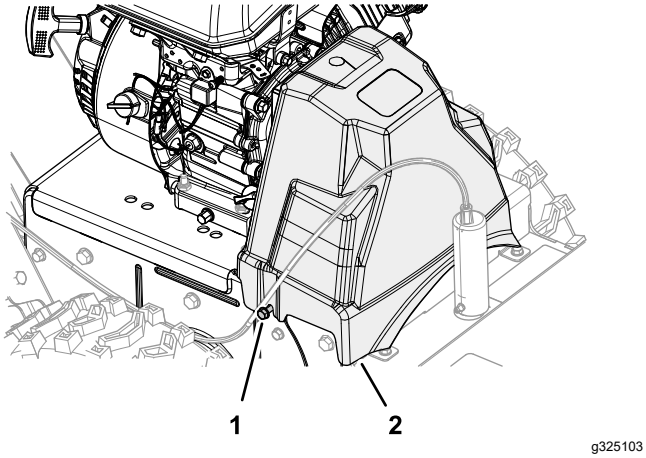

Figuur 43
1. Lijn de sleuven in de riemkap uit met de 2 flenskopschroeven (Figuur 43).
2. Monteer de riemkap op de machine (Figuur 43).